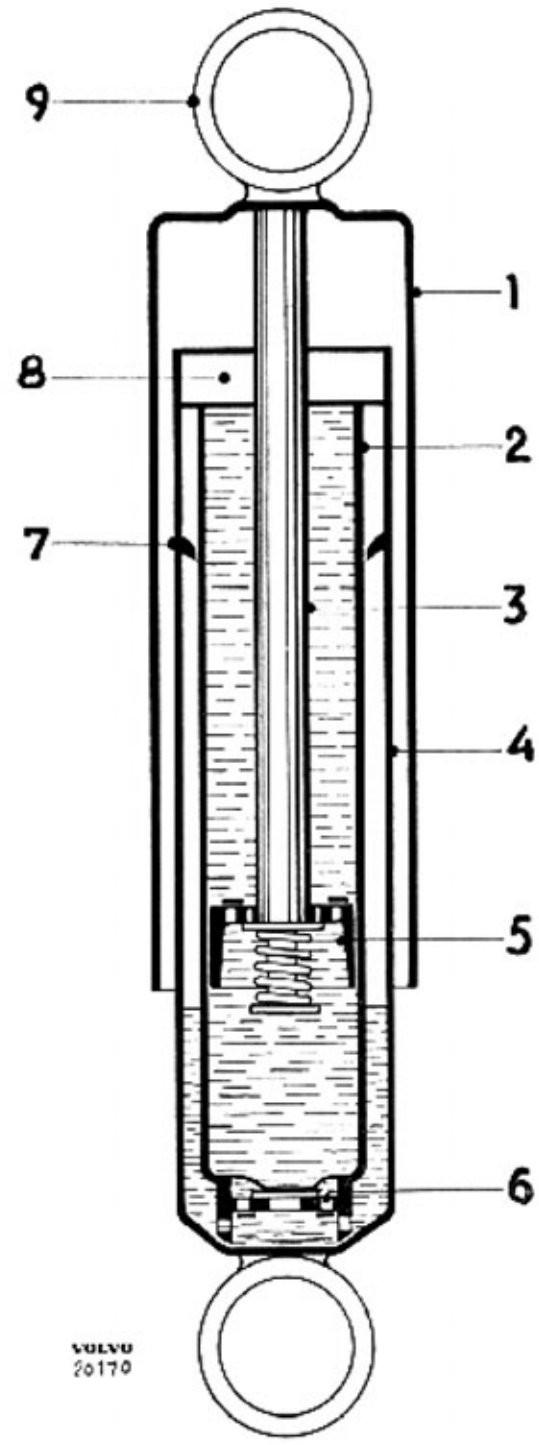

Bild 76-1. Stötdämpare
Stötdämparnas konstruktion framgår av bild 76-1. Den yttersta cylindern (1) tjänar endast som skydd mot damm och smuts. De två övriga cylindrarna (2 och 4) är anordnade koncentriskt med den ena helt inskjuten i den andra. Den inre cylindern (2) är den egentliga arbetscylindern och är i sin nedre ända försedd med en ventil (6). Inuti den inre cylindern löper en kolv (5) försedd med kanaler, som regleras av ventiler. Kolven är fastsatt vid en kolvstång (3), vars motsatta ända är utformad till en ögla (9) för fastsättning vid ramen. I stötdämparens motsatta ända är en liknande ögla fastsatt i cylindern (4). Mellanrummet mellan cylindrarna (2 och 4) tjänar som reservoar och är endast delvis fyllt med vätska. Den inre cylindern (2) är helt fylld med vätska på båda sidor om kolven (5). Locket (8) utgör tätning och styrning för kolvstången (3). Ringen (7) har till uppgift att förhindra skvalpning i vätskan.